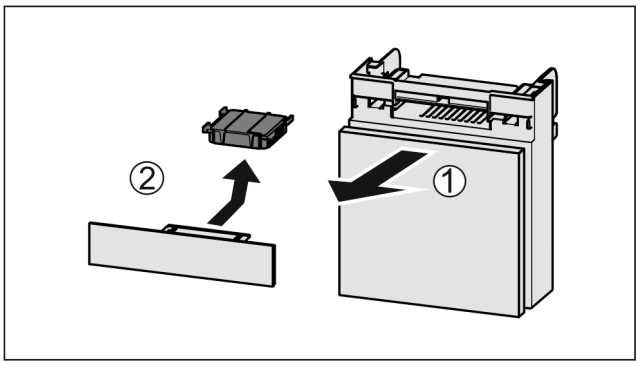

Fig. 199
▶ Extrageți *Fig. 199 (1)* compartimentul către înainte.
▶ Scoateți *Fig. 199 (2)* filtrul de cărbune activ.